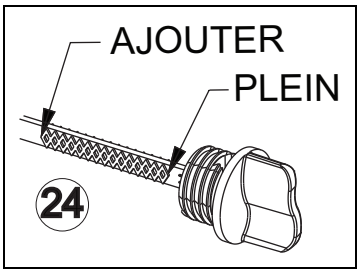

Figure 4-2. Orifice de remplissage/jauge d'huile
5. Versez jusqu'à ce que l'huile atteigne la marque supérieure sur la jauge. Voir la figure 4-2.